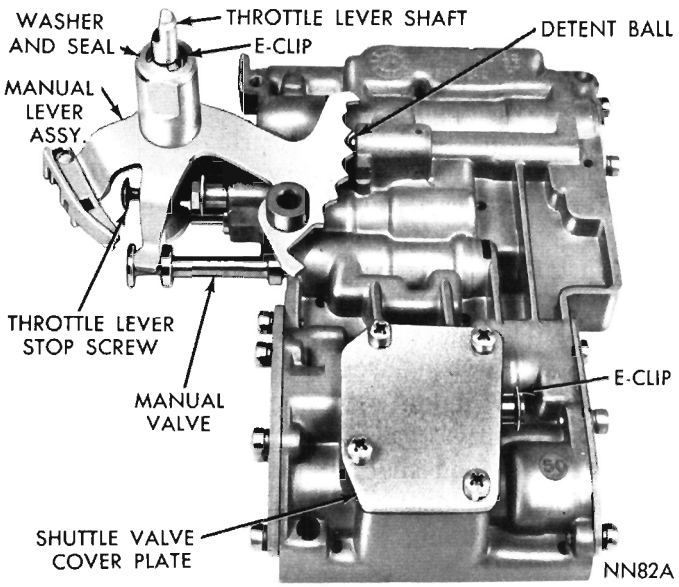

Fig. 53—Valve Body Controls (Assembled View)
(8) Invert valve body and lay it on a clean cloth or paper. Remove E-clip and washer from throttle lever shaft (Fig. 53). Remove any burrs from shaft, then while holding manual lever detent ball and spring in their bore with Tool C-3765 or similar tool, slide manual lever off the throttle shaft. Remove the detent ball and spring.
(9) Remove manual valve, carefully slide it out of valve body with a rotating motion.
(10) Remove throttle lever and shaft from the valve body.
(11) Remove shuttle valve cover plate (Fig. 53). Remove E-clip from exposed end of the shuttle valve.